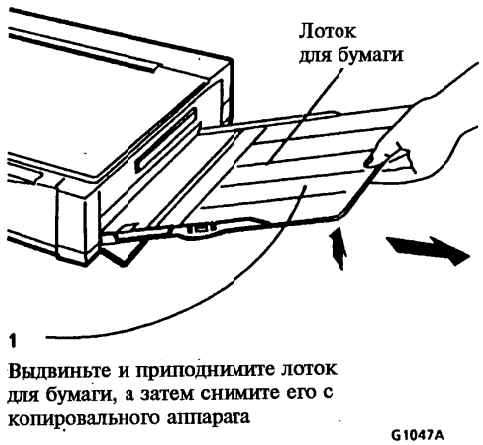

Рисунок 4. Снятие лотка для бумаги
1. (Рисунок 4): Снимите лоток для бумаги.